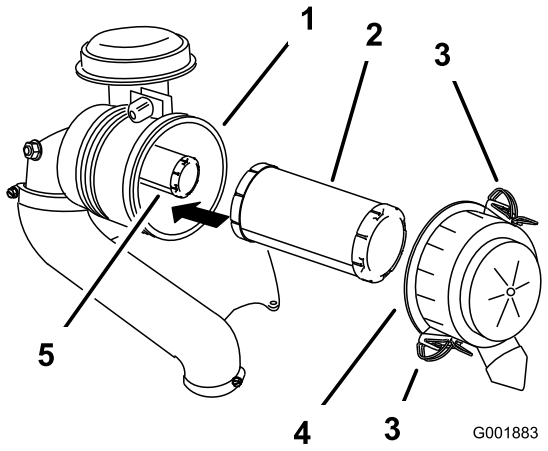

Bild 40
3. Lösen Sie die Riegel am Luftfilter und ziehen Sie die Luftfilterabdeckung vom Luftfiltergehäuse ab (Bild 40).
5. Schieben Sie den Hauptfilter vorsichtig aus dem Luftfiltergehäuse heraus (Bild 40).
2. Wenn Sie den inneren Filter auswechseln, schieben Sie ihn vorsichtig in das Filtergehäuse (Bild 40).
3. Schieben Sie den Hauptfilter vorsichtig auf den Sicherheitsfilter (Bild 40).
4. Bringen Sie die Luftfilterabdeckung an und befestigen die Riegel (Bild 40).